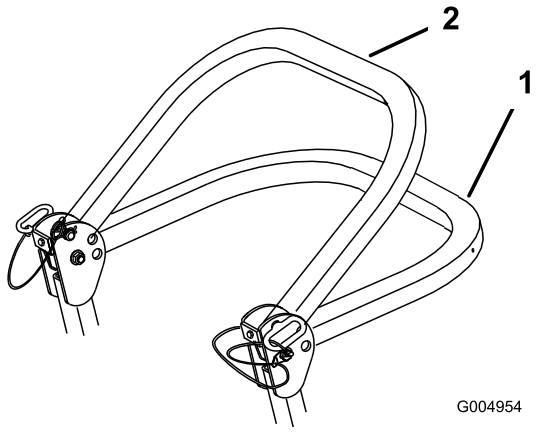

Figur 8
2. Senk veltebøylen til nedre stilling. Det finnes to nedre stillinger. Se Figur 8 for plasseringene.